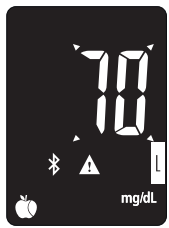

Rys. 30
4. Aby zmienić ustawienie alarmu, użyj przycisków ▲ i ▼, aż dojdziesz do pożądanego ustawienia (Rys. 30). Następnie wciśnij przycisk ⏻, aby potwierdzić swój wybór. Konfiguracja alarmów urządzenia została zakończona. (Zakres alarmu LO 45-90mg/dL / 2.5-5.0mmol/ L, fabrycznie ustawiona wartość 70 mg/dL / 3.9mmol/L.)